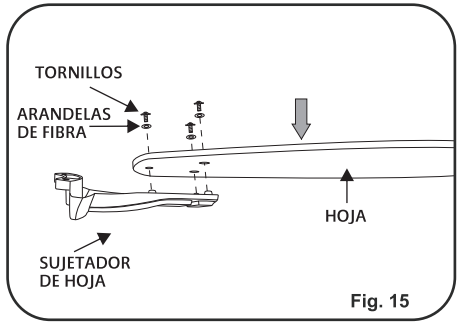

Fig. 15
Paso 1.Adjunte la hoja de ventilador a sujetador de hoja con los tornillos y arandelas de fibra siempre. Apriete los tornillos firmemente. Repita el proceso para el resto de las hojas. (Fig.15)